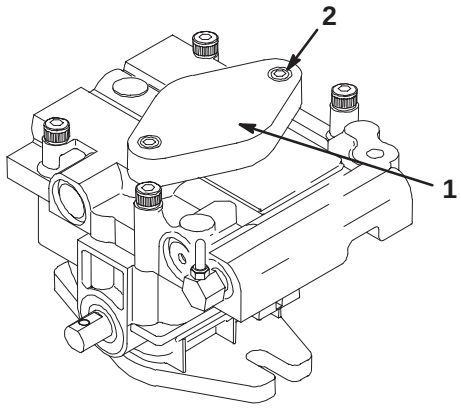

Figure 46
Note: It is necessary to lightly touch the charge pump cap (Fig. 46) with your hand to check the pump temperature. If the cap is too hot to touch, turn off engine. The pumps may be damaged if the pump becomes too hot. If either drive wheel still does not rotate continue to next step.
6. To ”prime” charge pump, loosen two hex socket head capscrews (Fig. 46) 1–1/2 turns only. Make sure engine is not running. Lift charge pump housing upward and wait for a steady flow of oil to flow out from under housing. Retighten capscrews. Do this for both pumps.